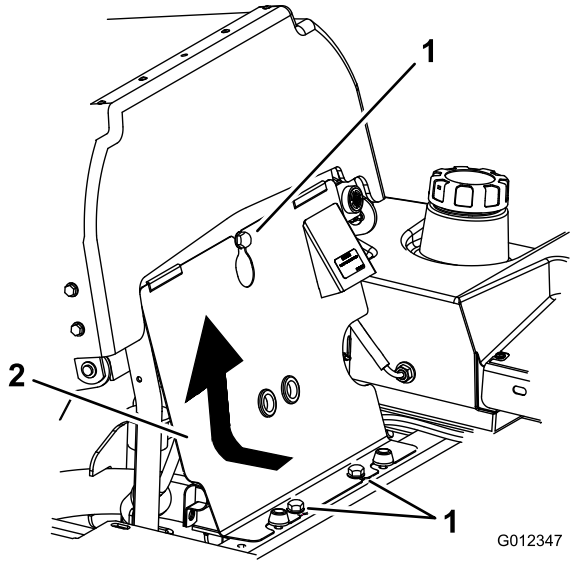

**Figuur 48**
1. Kantel de stoel naar voren, draai de bouten los en verwijder het frontpaneel van de motor (Figuur 48).